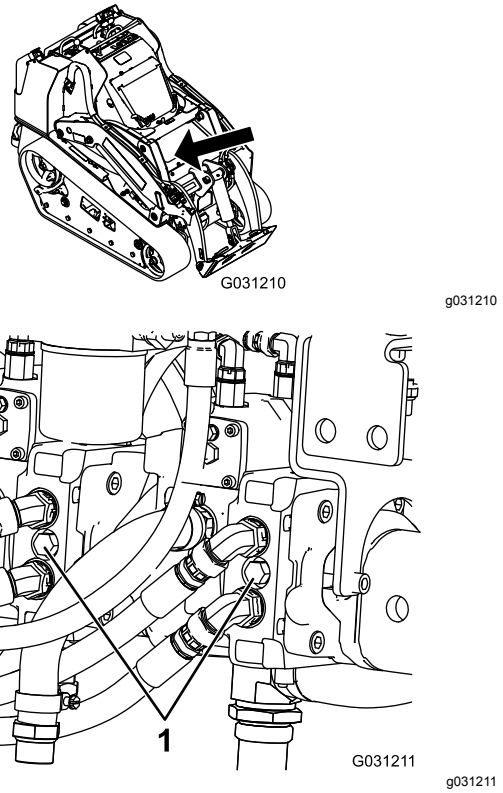

**Rysunek 31**
4. Przy użyciu klucza przekręć dwukrotnie zawory holownicze na pompach hydraulicznych w kierunku przeciwnym do ruchu wskazówek zegara (Rysunek 31).